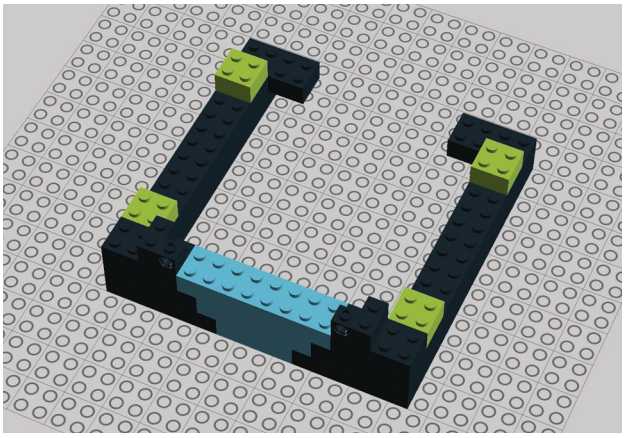

Figure 9-18. *Step 13: Adding four 2x2 bricks*
13. Add four 2x2 bricks (Figure 9-18).